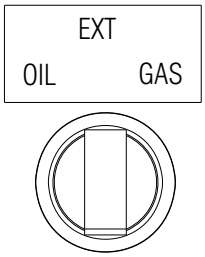

Fig. 31
- ➤ Selectați combustibilul setând selectorul (Fig. 31) la „OIL”.